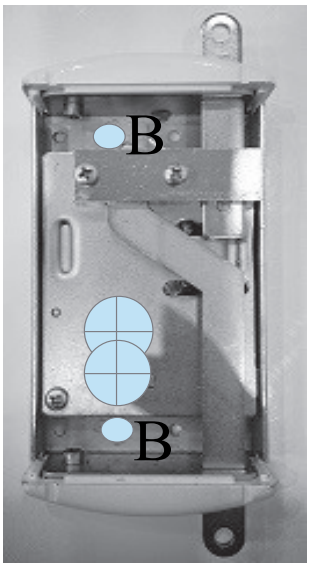

Abb.5
3. Bohrungen für Profilzylinderloch am Türblatt durchführen (Lochfräse Ø 20mm, 2x Bohrung siehe Abb.). Bohrungen für Innensechskantschraube (B) durchführen (Holzbohrer Ø 12,5mm). (Abb.5)